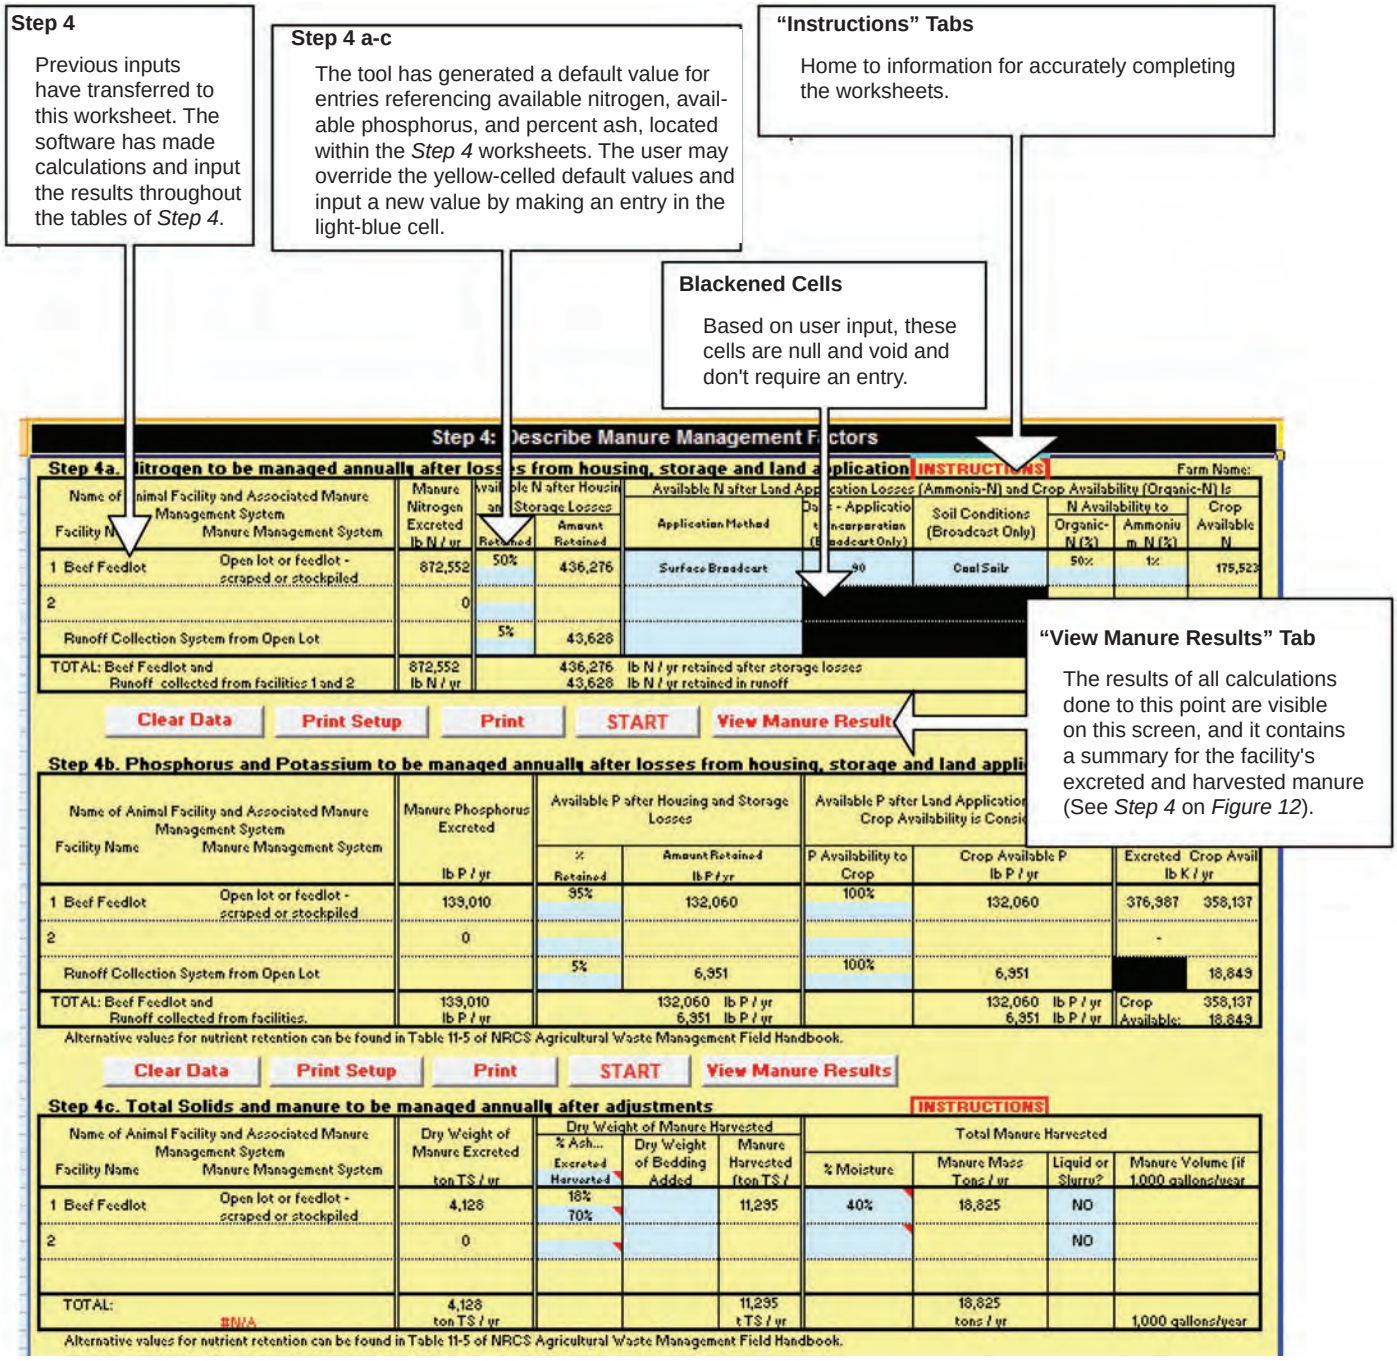

Figure 11. A review of the procedures involved with *Step 4.*
Step 4 — Enter Manure Management Factors and View Excreted and Harvested Manure (**See** *Figure 11*)